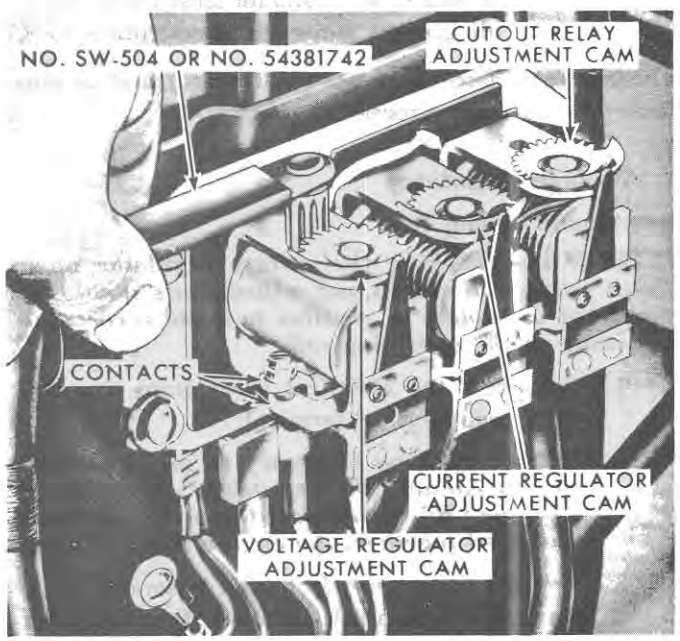

Figure 25
Voltage Adjustment: Using Generator Regulator Adjusting Tool, SW504 or 54381742, Figure 25, rotate the cam adjusting tool clockwise to increase the voltage output or counterclockwise to decrease the output. If the voltage output cannot be adjusted to within the specified limits covered on page 70, install a new generator regulator.
1. Using Generator Regulator Cam Adjusting Tool, SW504 or 54381742, rotate the current and voltage regulator adjustment cams to a point that will give minimum lift to the armature tension spring. This is done by rotating the adjusting tool counterclockwise until the tension spring rests against the end of the adjustment cam, Figure 25.
IMPORTANT: ***During the current regulator on-load setting, the generator must develop its maximum rated output. This can be done by using a suitable clip large enough to physically hold the contacts, Figure 25, together.***
Current Adjustment: Using Generator Regulator Cam Adjusting Tool, SW504 or 54381742, Figure 25, rotate the cam adjusting tool clockwise to increase the current, or counterclockwise to decrease the current. If the current output cannot be adjusted to within the specified limits as covered on page 70, install a new generator regulator.
Cut-In Voltage Adjustment: Using Generator Regulator Cam Adjusting Tool, SW504 or 54381742, Figure 25, slowly rotate the cam adjusting tool clockwise to increase the cut-in voltage, or counterclockwise to decrease the voltage. If the voltage cannot be adjusted to within the specified limits, page 70, install a new generator regulator.